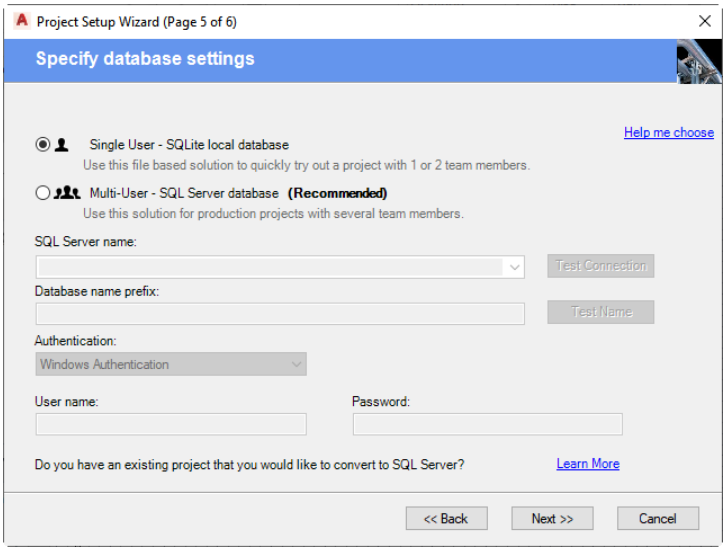

***Figure 2-6** The **Specify database settings** page*
7. Accept the default settings in this page and choose the **Next** button; the **Specify database settings** page will be displayed, as shown in Figure 2-6.